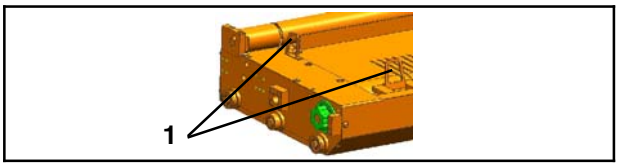

Fig. 70 Cassette avec éclisses sorties
21. Rabattre les éclisses (Fig. 70/1) vers l'intérieur des deux côtés